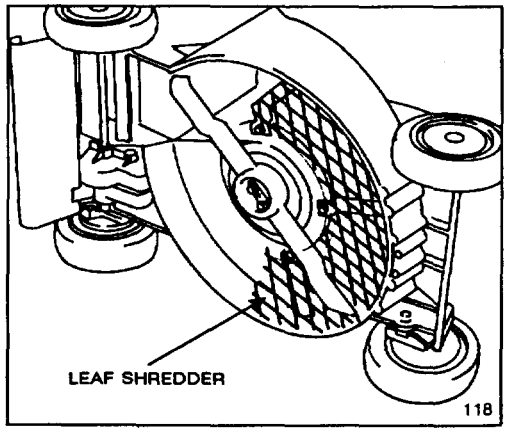

Figure 39
4. Leaf Shredder Kit, Model No. 59180—Installs on underside of mower in minutes without requiring removal of blade. Shreds leaves into small pieces for clean vacuuming into grass bag and convenient disposal (Fig. 39).